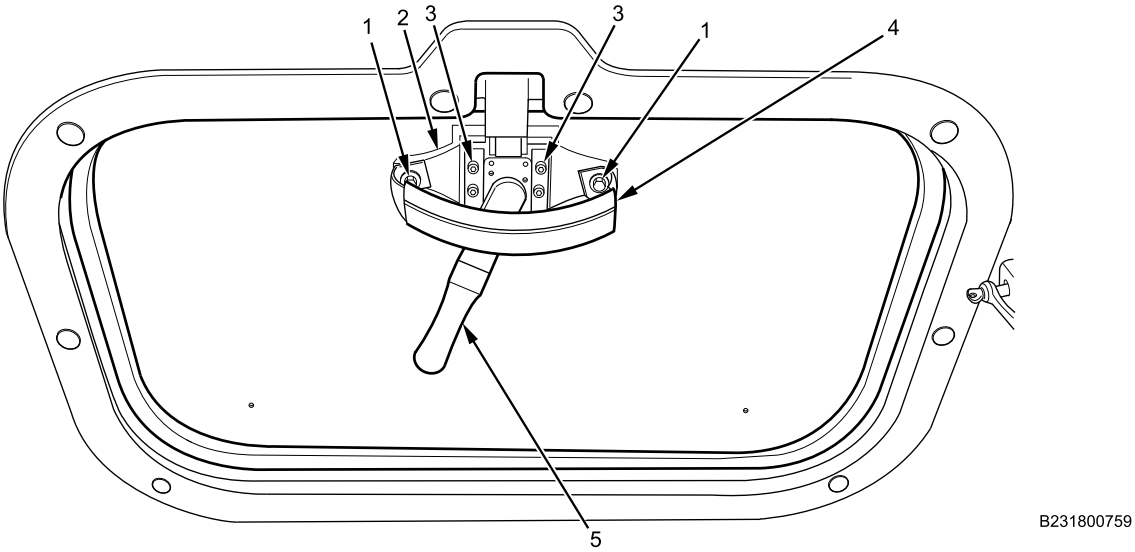

Figure 2. Emergency Hatch Handle/Lock Assembly and Grab Handle Installation.
1. Install emergency hatch handle/lock assembly (Figure 2, Item 5) on hatch cover weld bracket (Figure 2, Item 2) with six screws (Figure 2, Item 3). Tighten screws securely.
2. Install flexible grab handle (Figure 2, Item 4) on hatch cover bracket (Figure 2, Item 2) with two bolts (Figure 2, Item 1) and nuts. Tighten bolts securely.